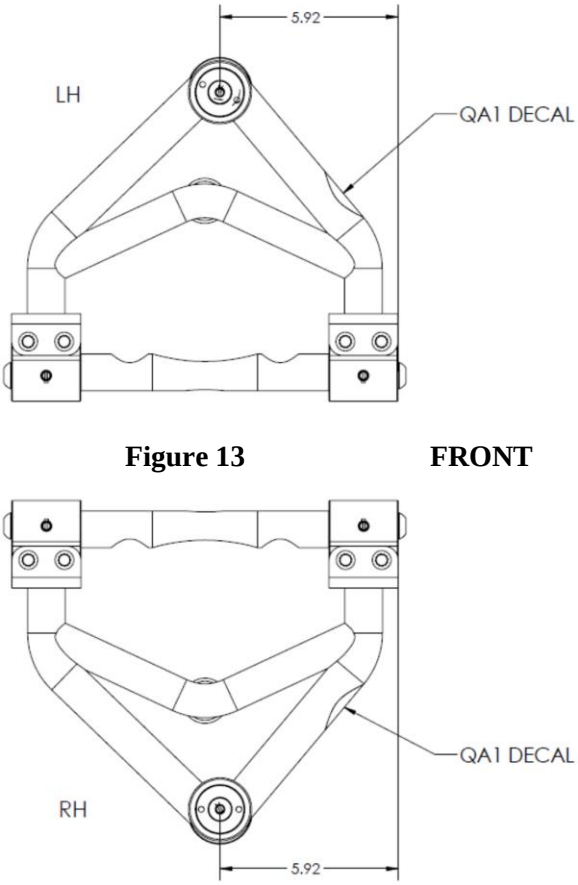

Figure 13 **FRONT**
14. Identify the Driver (LH) and Passenger (RH) side upper control arms. **(Figure 13)**